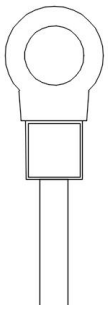

图 9
14、主机 1-10 号火线接线端的电线压接 RV2-5 端子，主板输入火线、输入零线、插座零线接线端的电线压接 RV3.5-6 端子，如图 9。